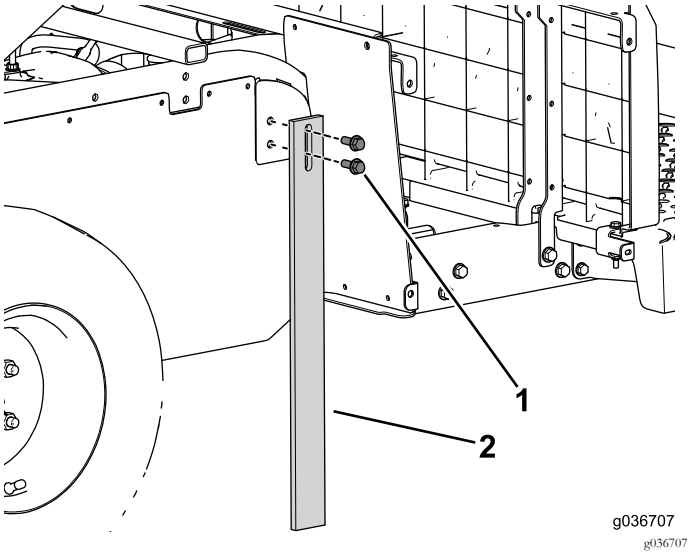

Figur 14
3. Bruk de fire flensboltene for å montere støttebeina på begge sider av maskinen (Figur 14).